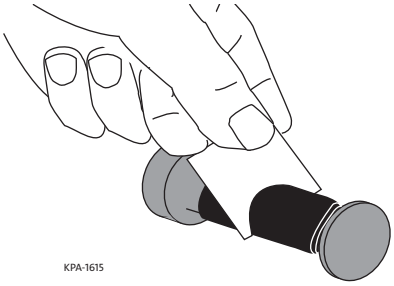

Figure 14
Step 3: If using an unwrapped dummy plug, follow the instructions in Section 3.2 to install sealing paste and tape on the plug. Use the gauge (Figure 14) to ensure there is enough tape applied to correctly seal the port.